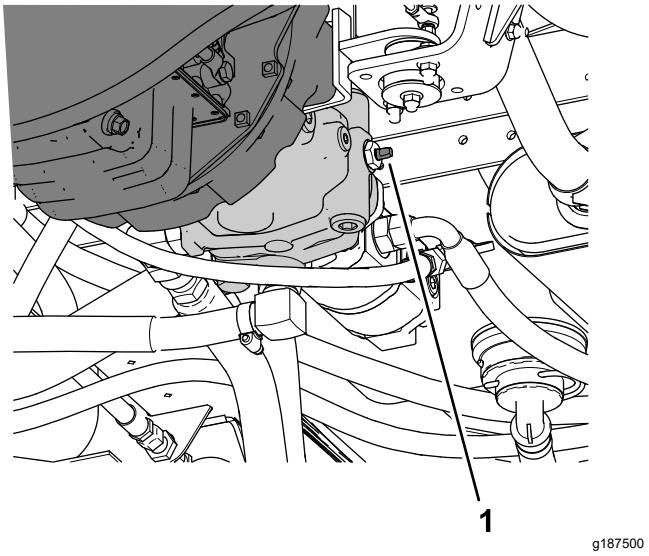

**Figur 60**
3. Öppna bogserventilen (Figur 60) genom att vrida den 90 grader åt valfritt håll.